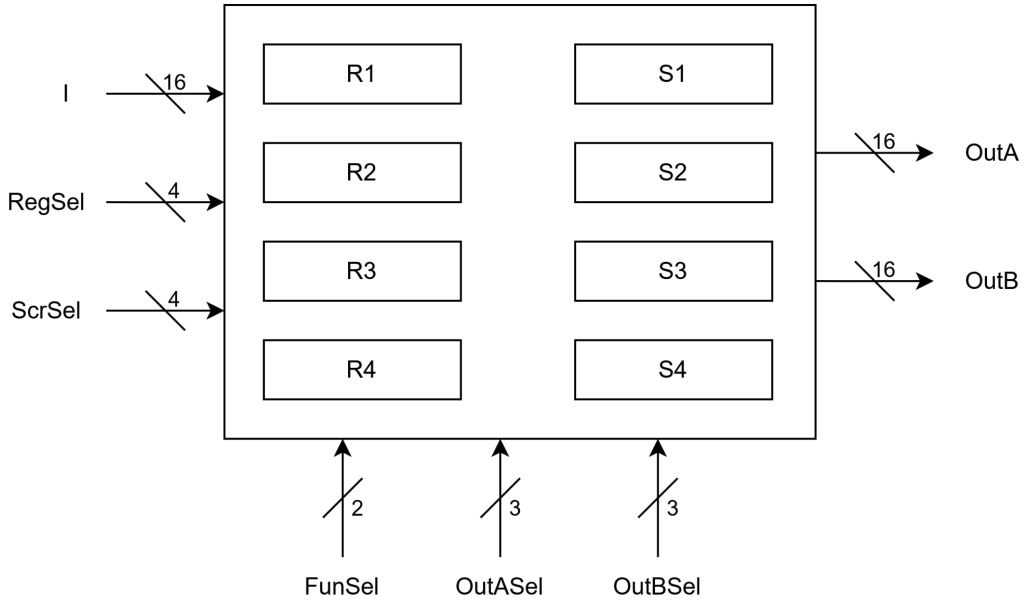

Figure 2: 16-bit general-purpose and scratch registers, inputs, and outputs.
(Part-2a) Design the **Register File (RF)** shown in Figure 2, which consists of four 16-bit general-purpose registers: **R1**, **R2**, **R3**, and **R4**, and four 16-bit scratch registers: **S1**, **S2**, **S3**, and **S4.** The details of inputs and outputs are as follows.